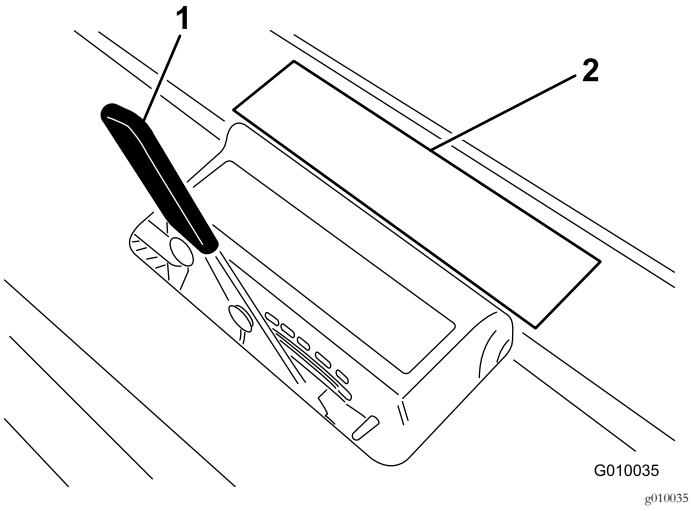

Figuur 27
3. Leg de tand op de sticker voor de werkdiepte (Figuur 27) met 1 uiteinde tegen de streep voor de gewenste werkdiepte (zie het tandensjabloon op de sticker).